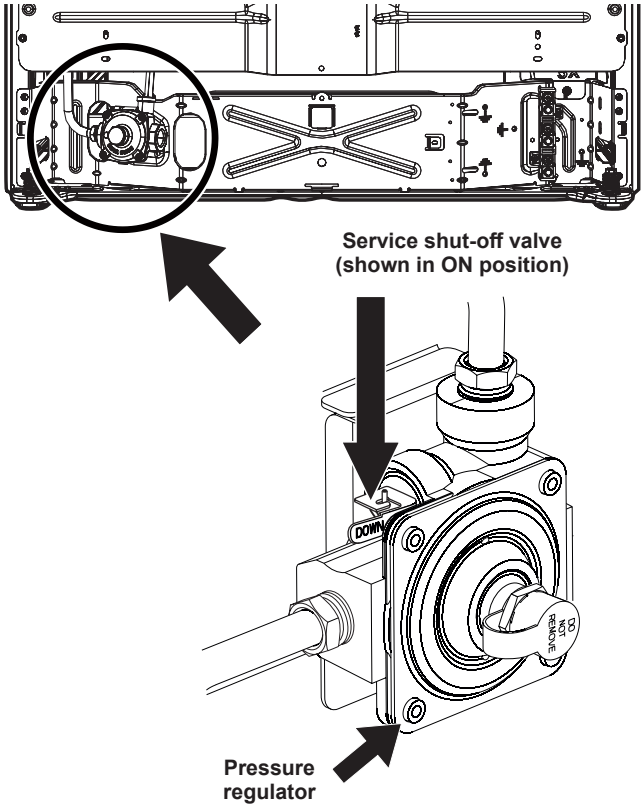

Fig. 11
f. Make sure the service shut-off valve on pressure regulator is set to the ON position (See Fig. 11).